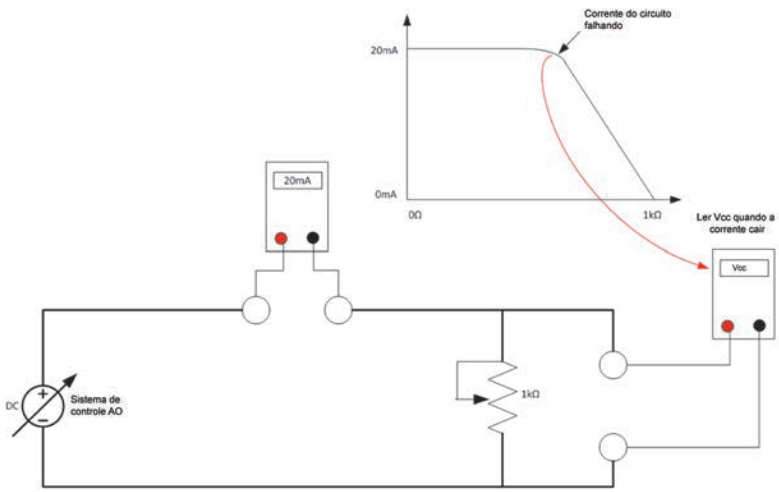

Figura 72 - Configuração do teste de tensão de conformidade
1. Configure uma configuração de teste como na Figura 72.